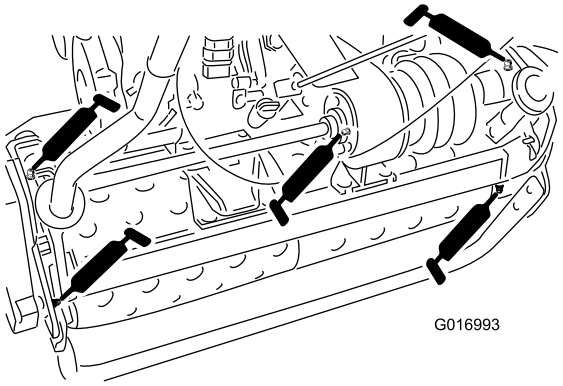

Figur 18
- to på trommelakslene (Figur 18)
- tre på differensialen (Figur 18)